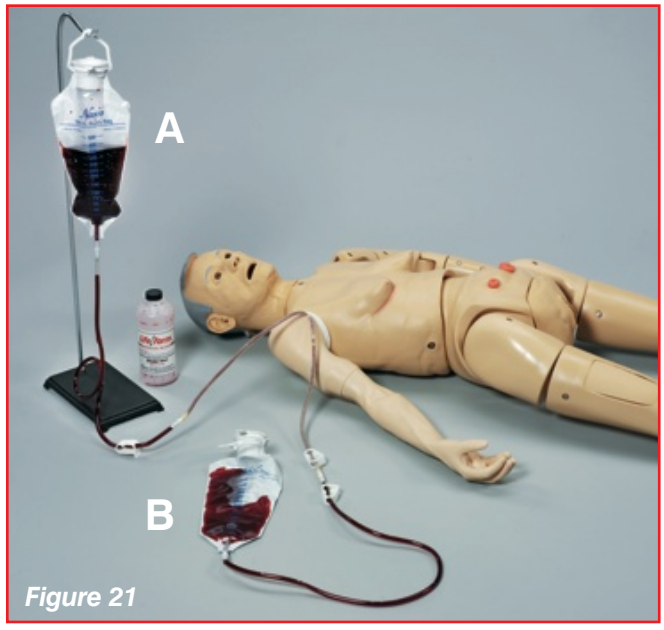

Figure 21
3. With IV Bag B laying on the surface and IV Bag A hanging, open the clamps on both bags and the arm tube. Allow fluid to flow through the Injectable Training Arm until air bubbles are no longer seen flowing into IV Bag B. Close the clamp on IV Bag B, the system is now pressurized. ***(See Figure 21.)***